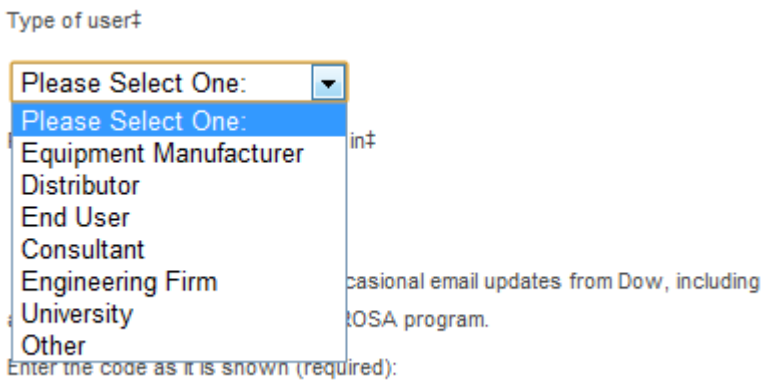

Figura 4.3: Tipos de usuario
- "Type of user ‡": Tipo de usuario. Este campo consiste en una ventana desplegable, que presenta el aspecto que se muestra en la figura 4.3: